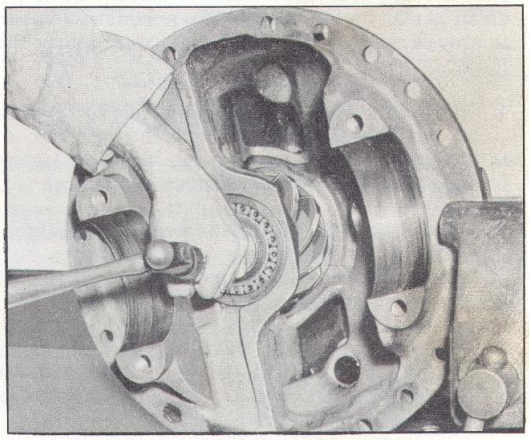

Fig. 8 - Drive Out Pinion Cage
1. With a long bar and a hammer, drive on the inner end of the pinion shaft (26), removing the pinion (26), bearings (27-28), and cage (40) as an assembly. See Figure 8. An alternate method is to install two puller screws in the tapped holes provided in the cage flange. If this method is used, care must be taken to turn both puller screws the same amount. It is extremely important that the cage flange is not distorted.